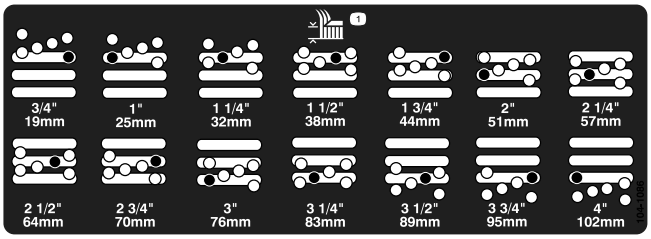

Figur 5
5. Flyt kammeret til den ønskede klippehøjde, monter afstandsklodsen i det relevante klippehøjdehul og den relevante sprække (Figur 5).